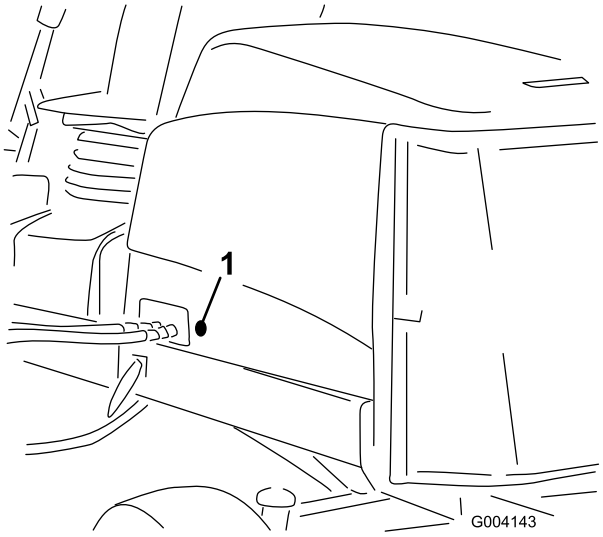

Figur 4
2. Ta bort den gummihylsa som sitter i hålet på motorhuvens vänstra sida (Figur 4).